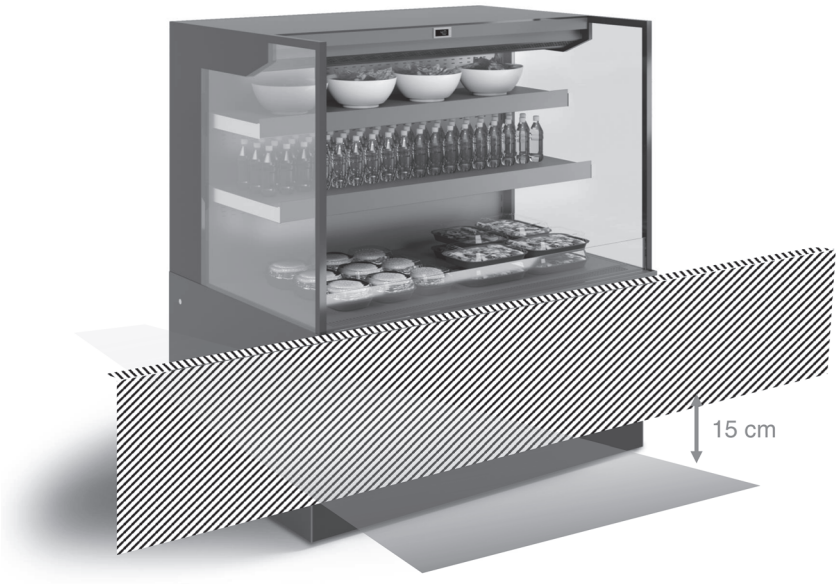

fig. 15
- L'eventuale posizionamento del pannello frontale alla vetrina deve rispettare una distanza minima dal pavimento di 15 cm, per garantire una corretta circolazione dell'aria per permettere un corretto raffreddamento e funzionamento della vetrina (fig.15)